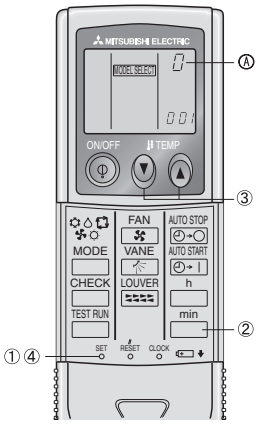

Fig. 6-8
5) Asignación de un mando a distancia para cada unidad (Fig. 6-8)
6) Procedimiento para establecer el número del par en el mando a distancia (Fig. 6-8)
① Pulse el botón SET con algún objeto puntiagudo.